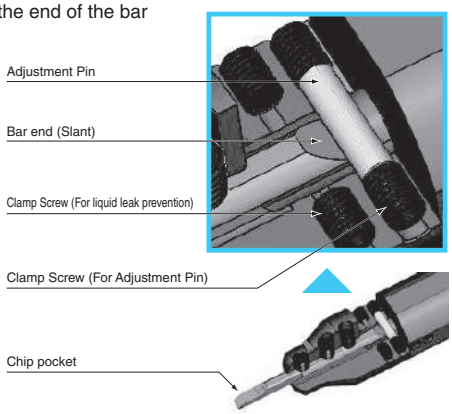

Fig. 3 Fixed bar
(1) With the chip pocket upward, set the bar into the sleeve. Press the slant of the end of the bar with the adjustment pin. Make sure that the bar does not move (Fig. 3)
(2) Tighten the clamp screw with wrench (LW-2) and fix the bar.